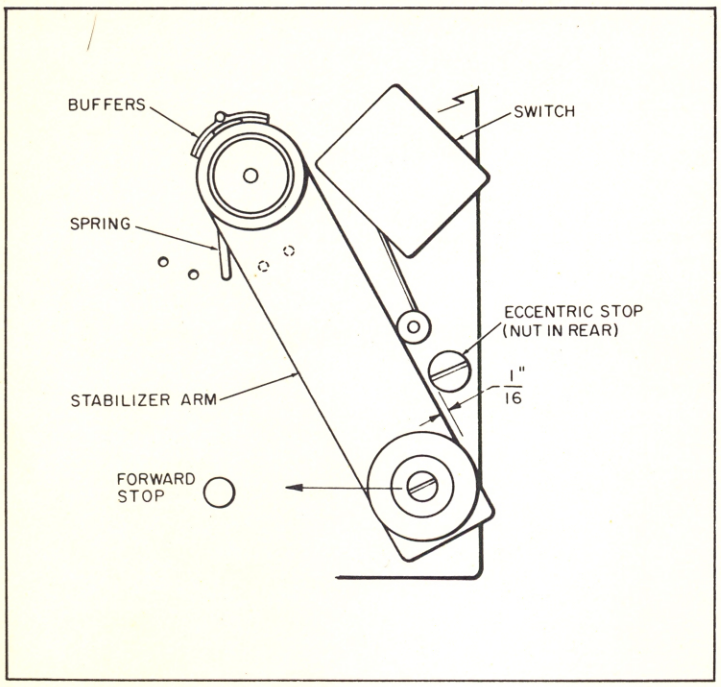

Figure 35. Film Motion Stabilizer Adjustment
g. FILM MOTION STABILIZER ADJUSTMENT (Figure 35). The film motion stabilizers are used to provide the required tension to the lower film loops. This tension can be adjusted by engaging the hook end of the tension spring with any one of five holes in the mounting plate of the stabilizer. The tension should be such that when the threaded film (with taut take-up loop) begins to take-up on AUTO start (low torque), the stabilizer arm will pull away from its rear stop far enough to open the negative film break cut-off switch. With a full 2000 feet of film taken up, the tension must be great enough to prevent the stabilizer arm from contacting the forward stop.
h. NEGATIVE FILM BREAK CUT-OFF SWITCH ADJUSTMENT (Figure 35). This switch is actuated by the film motion negative stabilizer arm and cuts off the power to the printer if the arm springs back